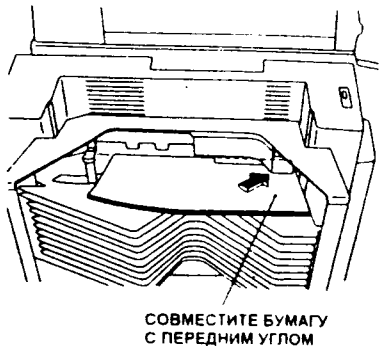

Рис. 1 NZM-0286
2. (Рис. 1): Загрузите в первую ячейку степлера 3 - 4 листа бумаги и сшейте их в ручном режиме.